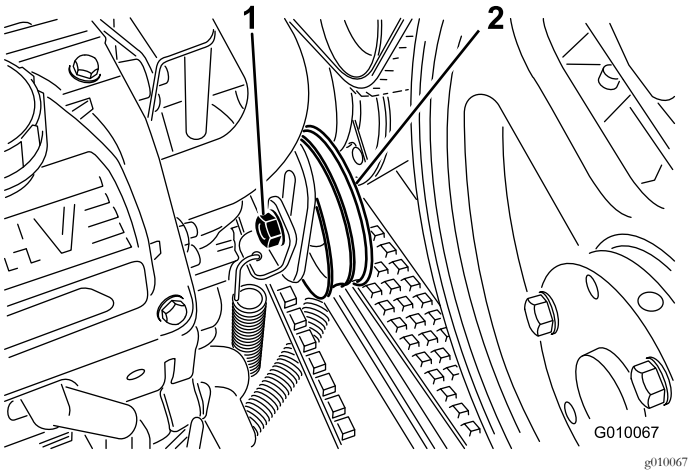

**Figur 57**
4. Løsne pumperemmens tomgangsskrue akkurat nok til å tillate bevegelse i justeringsslissen (Figur 57).